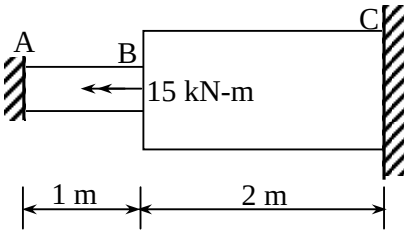

Fig. 2
Q.3 **(a)** Using FEM, determine nodal displacements and reaction forces for a bar subjected to torque shown in Fig. 2. The polar moment of inertia of AB and BC part is 2×10^7 mm^4 and 3×10^7 mm^4, respectively. The shear modulus of both parts is 8×10^7 kN/m^2. **07**